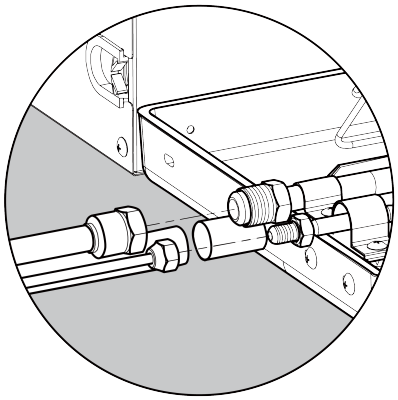

Fig. 4.4
(1) Remove pipe cover and pipe plug.
(2) Direct the flared part of copper pipe to the center of screwed joint. Twist on the flared nut tightly by hand, as in Fig. 4.4 (Make sure indoor pipe is correctly connected. Improper location of the center will prevent flared nut from being securely twisted. Thread of nut will get damaged if the flared nut is twisted forcibly).